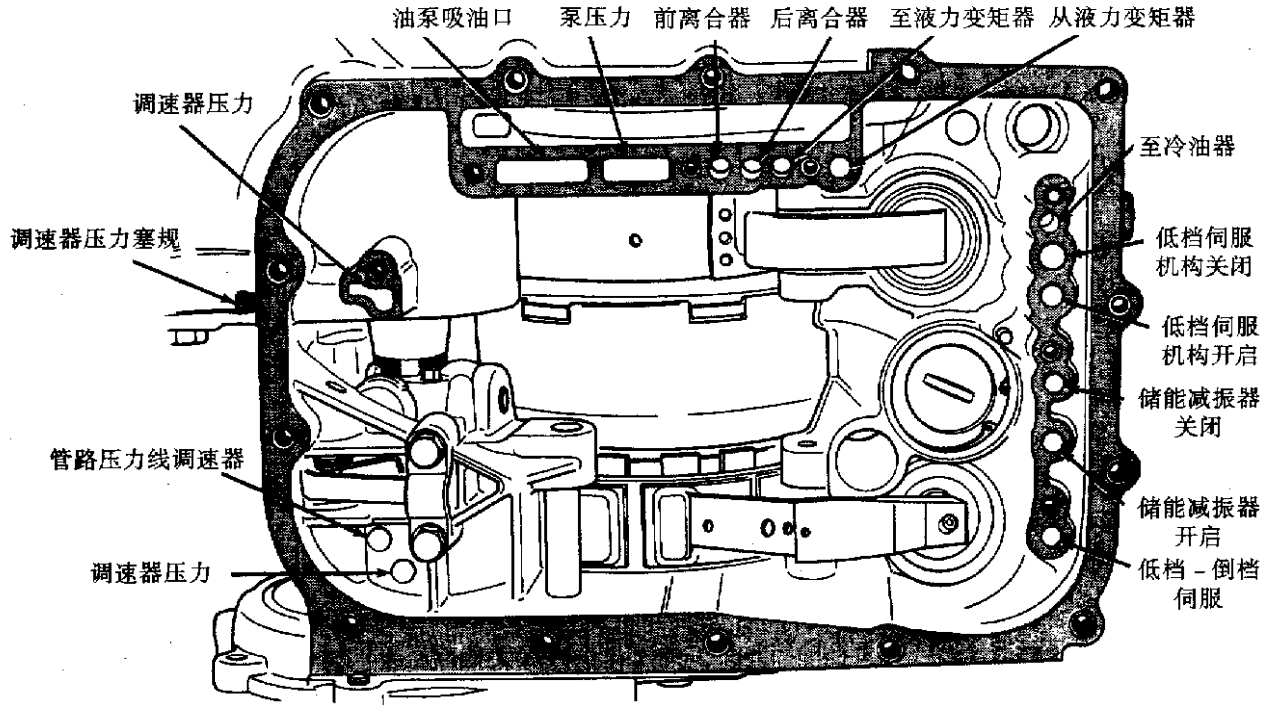

图 6－43　空气压力测试
(3)离合器和伺服空气压力测试：若离合器或传送带不起作用，即使油压正常也可能没有驱动力。这些不起作用的部位、离合器、传送带和伺服可通过一系列测试定位。做法是将空气压力替代油压(如图6－43)。